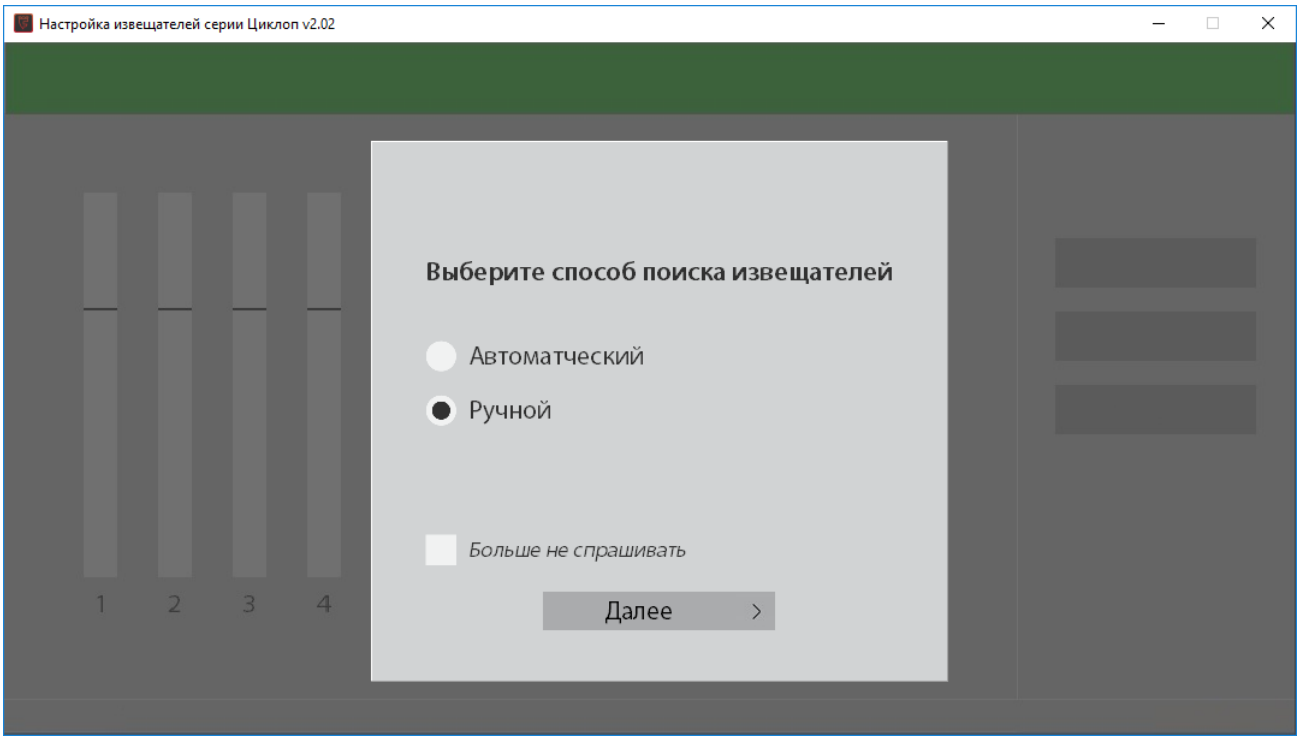

Рисунок 2.5
2.4.2.16 Кнопка «Поиск извещателей» служит для определения занятых/свободных логических номеров в том случае, если на этапе выбора способа поиска извещателей (рисунок 2.5) был выбран ручной способ. Если был выбран автоматический поиск, то занятые/свободные логические номера определятся автоматически.